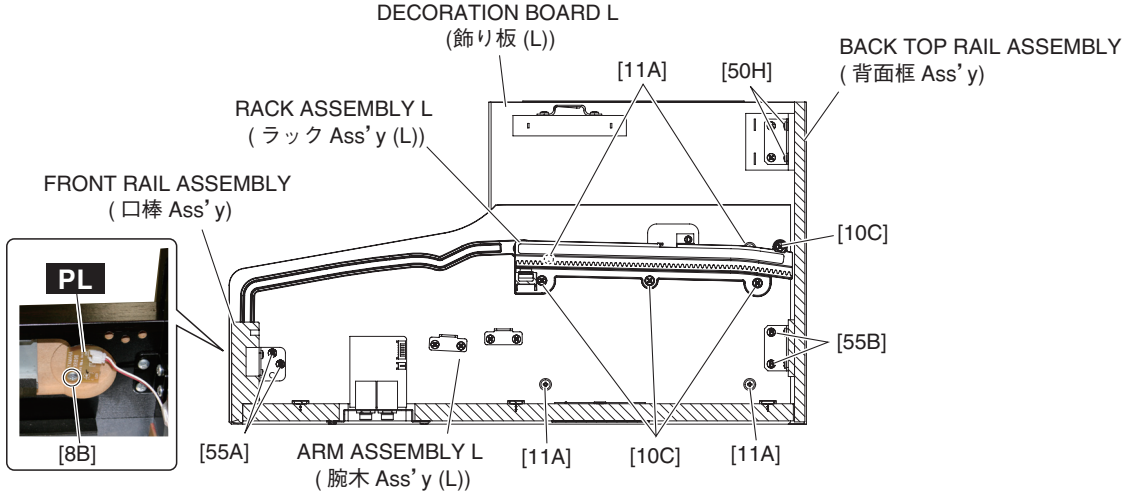

Fig. 10（図 10）
13-4. Remove the four (4) screws marked [10C]. The rack assembly L can then be removed. (Fig. 10)
14-5. Remove the four (4) screws marked [11A] and the two (2) screws marked [50H]. The decoration board L can then be removed. (Fig. 10)
15-6. Remove the screw marked [8B]. The PL circuit board can then be removed. (Fig. 10)
13-4. [10C] のネジ 4 本を外し、ラック Ass'y (L) を外します。(図 10)
14-5. [11A] のネジ 4 本と [50H] のネジ 2 本を外し、飾り板 (L) を外します。(図 10)
15-6. [8B] のネジ 1 本を外し、PL シートを外します。(図 10)
16-6. Remove the two (2) screws marked [55A] each from both sides of the assembly. (Fig. 10)
16-6. [55A] のネジを左右 2 本ずつ外します。(図 10)
21-3. Remove the two (2) screws marked [55B] and the two (2) screws marked [50H] each from both sides of the assembly. (Fig. 10)
21-3. [55B] のネジを 2 本と [50H] のネジを 2 本、左右外します。(図 10)